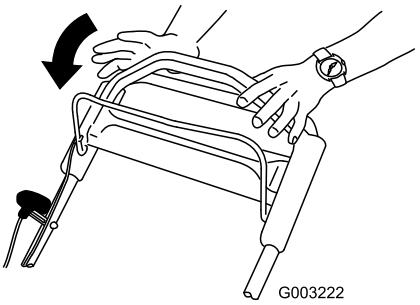

Figur 20
1. Släpp upp knivstyrstången (Figur 20).